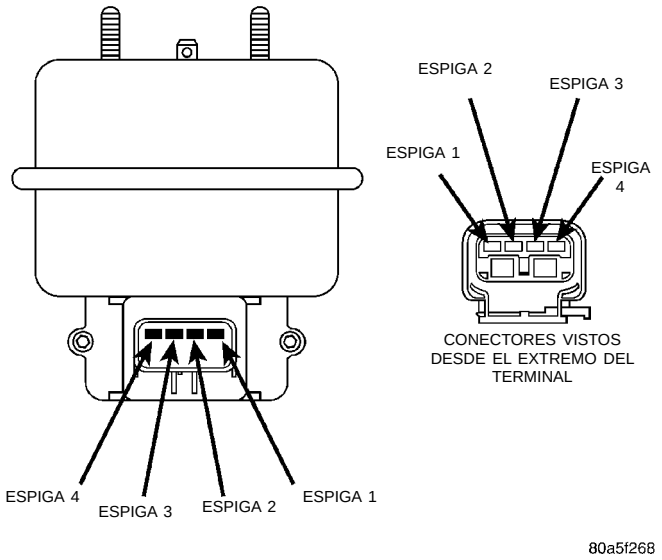

Fig. 6 Conector del mazo del servo
(1) Coloque el conmutador de encendido en la posición ON sin poner en marcha el motor. Active el conmutador ON del control de velocidad.
(2) Desconecte el conector eléctrico de cuatro vías y el mazo del vacío en el servo (Fig. 6).
(3) Conecte un cable de puente entre la espiga 3 del servo y la espiga 3 del conector del cable.
(4) Conecte a masa las espigas 2 y 4 del conector del servo. No conecte la espiga 1.
(5) Conecte una bomba de vacío portátil a la tuerca de vacío y aplique entre 25,4 y 50,8 cm (10-15 pulg.) de vacío.
(6) Si el servo tensiona los cables, reemplace el servo.
(7) Conecte la espiga 1 a masa en el servo.
(8) Asegúrese de que el cable de la mariposa del acelerador ejerza tensión y la mantenga mientras la bomba esté conectada. Transcurrido un minuto, verifique si el cable sigue en tensión. De lo contrario, reemplace el servo.
(9) Desconecte el puente de la espiga 3. El cable deberá volver a la posición de reposo. De lo contrario, reemplace el servo.
(10) Conecte el conector eléctrico de 4 vías y el mazo de vacío al servo.